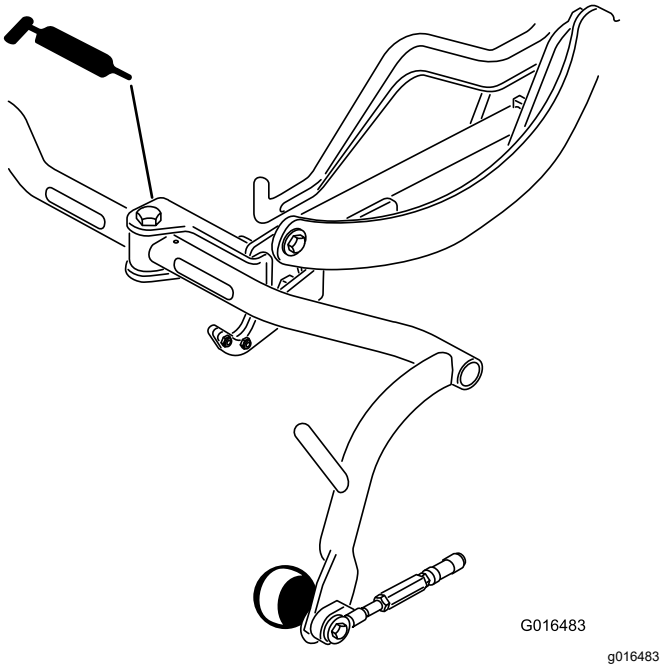

**Figuur 29**
- Draaipunt draagframe (3) (Figuur 29)